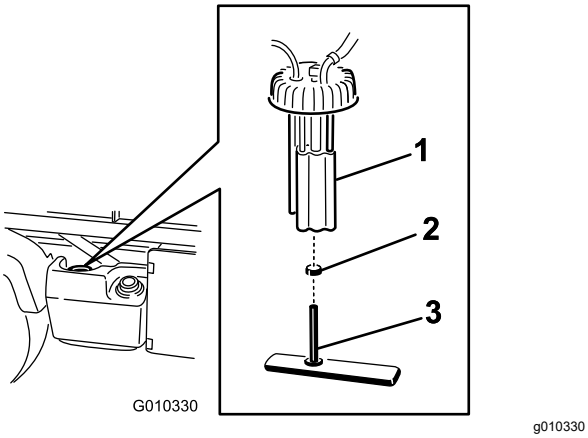

Figur 39
2. Koppla bort kablagekontakterna från bränslepumpen (Figur 39).
3. Lossa slangklämman och koppla bort bränsleledningen från locket till bränslepumpen (Figur 39).
4. Ta bort locket till bränslepumpen längst upp på bränsletanken (Figur 39).
5. Ta bort bränslepumpen och bränslefiltret från tanken (Figur 39).
7. Ta bort slangen från fästet (Figur 39).